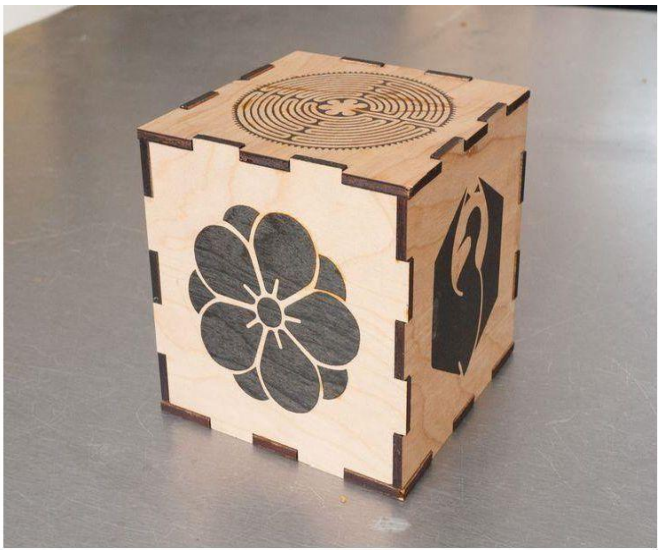

Рис. 1. Декоративный куб (образец)
1. По указанным данным сделайте модель декоративного куба (Рис.1).